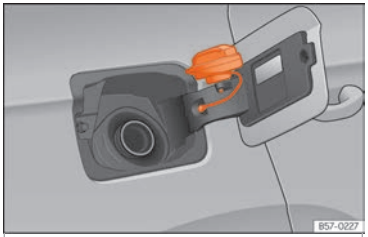

Fig. 215 Fuel tank flap with tank cap attached.
- Place it in the space on the hinge of the open flap ››› Fig. 215.